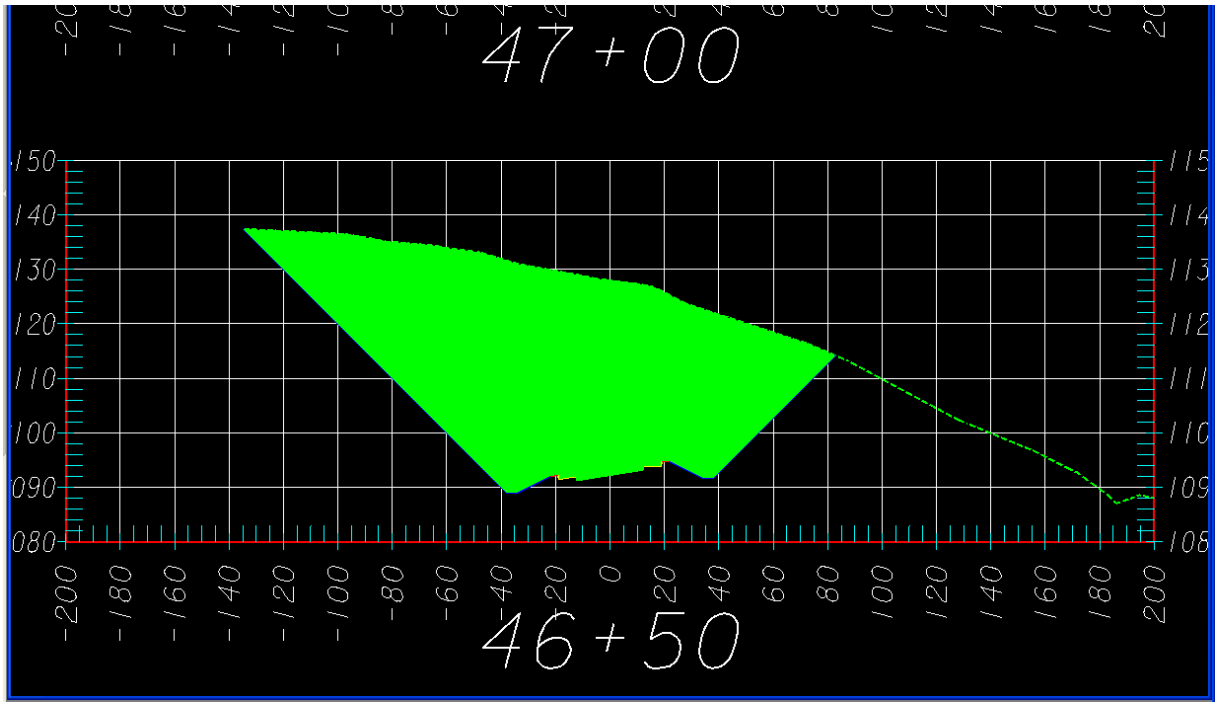

Figure L11-15 MicroStation View Window
38.	**Review Station 46+50.00 in MicroStation.** • If not still open, open the **Cross Section Viewer** by selecting **Evaluation ► Cross Section ► Cross Section Viewer**. • Highlight Station **46+50.00**. • Verify your view in MicroStation matches that shown in *Figure L11-15*. • Notice the cross section is filled and no gap exists.